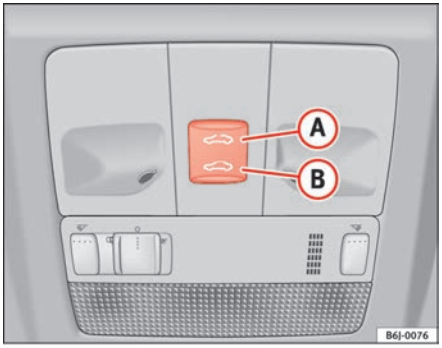

Fig. 49 Panoramic/tilting sunroof
– Press and hold button (B) ⇒ fig. 49 ⇒ ⚠, the roof starts to close until the button is released.